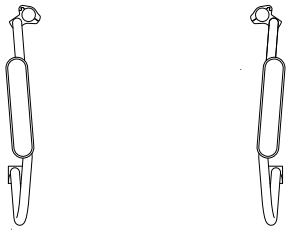

fig. 14
6. À l'inverse, positionnez les colliers de fixation vers l'extérieur pour augmenter la largeur d'assise arrière (fig. 14).